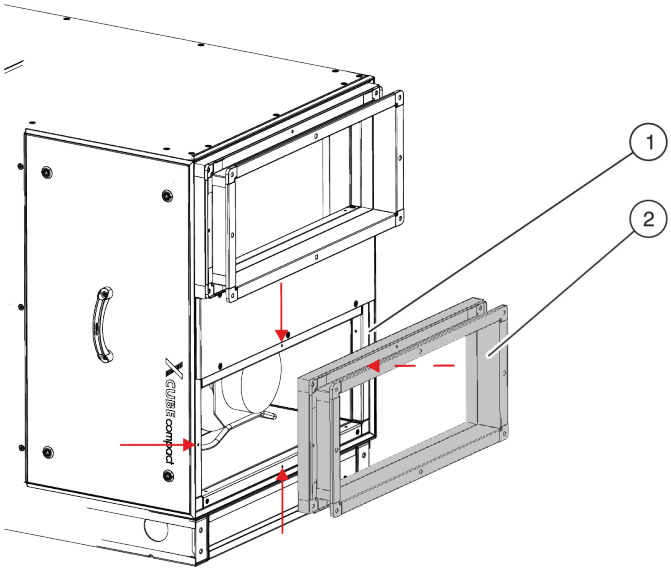

Fig. 19: Installing the noise insulating connectors
- Screw the noise insulating connector (Fig. 19/2) firmly to the frame of the air handling unit (Fig. 19/1) using four Allen screws (M6×50).
If the air handling unit is ordered together with an accessory module, the supply air spigot (Fig. 19/2) is already screwed onto the supply air side of the accessory module.